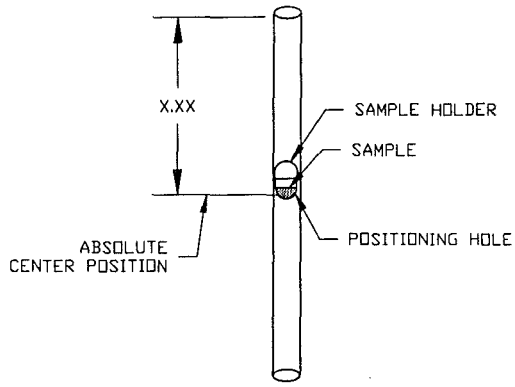

Figure 2-7. Positioning the Sample
1. After the background data is collected, mount the sample in the same position in which the surrogate was mounted when the center position was established and the background data was collected. Refer to figure 2-7.